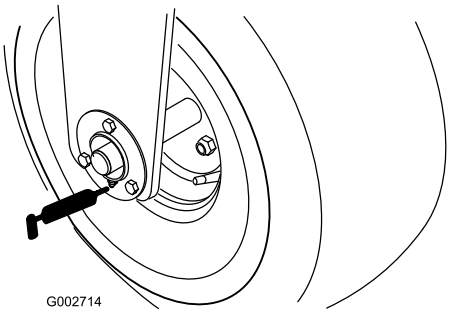

Figuur 21
- Lager van voorwiel (1) (Figuur 21)